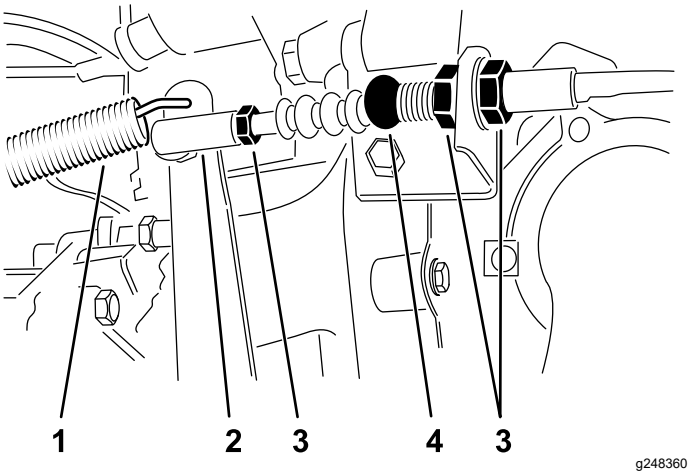

Figura 57
1. Afloje las contratuercas que fijan el cable del embrague al soporte de la carcasa (Figura 57).